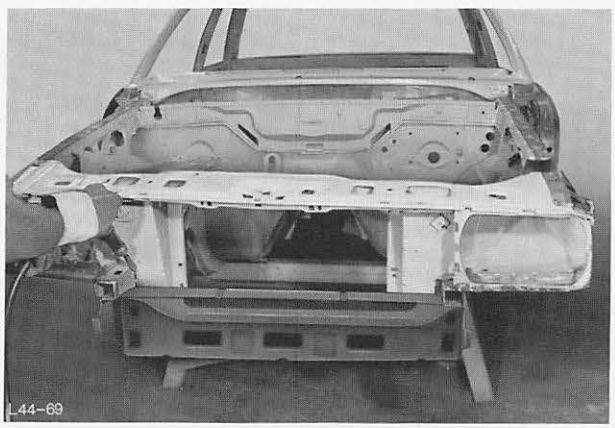

Abb. 64 Zwischenwand – Kühler austrennen
5. Zwischenwand-Kühler austrennen, Abb. 64.